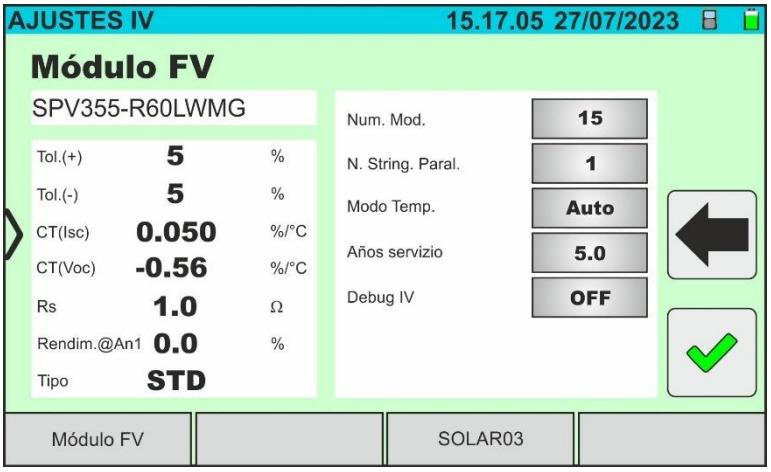

Fig. 42: Configuración parámetros de medida de la curva I-V
6. Toque la tecla “**Ajustes**” (referencia módulos Monofaciales). Se muestra la siguiente pantalla en la Fig. 42. Se indican los siguientes parámetros: